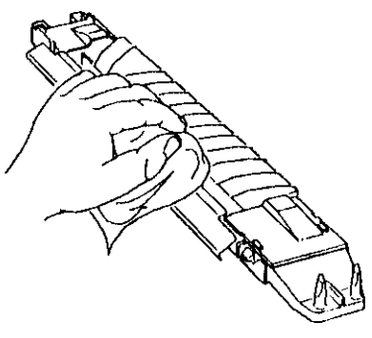

Рисунок 9. протирка направляющей "гало".
24. (Рисунок 9) Осторожно протрите направляющую "гало" мягкой кистью или протирочной тканью.